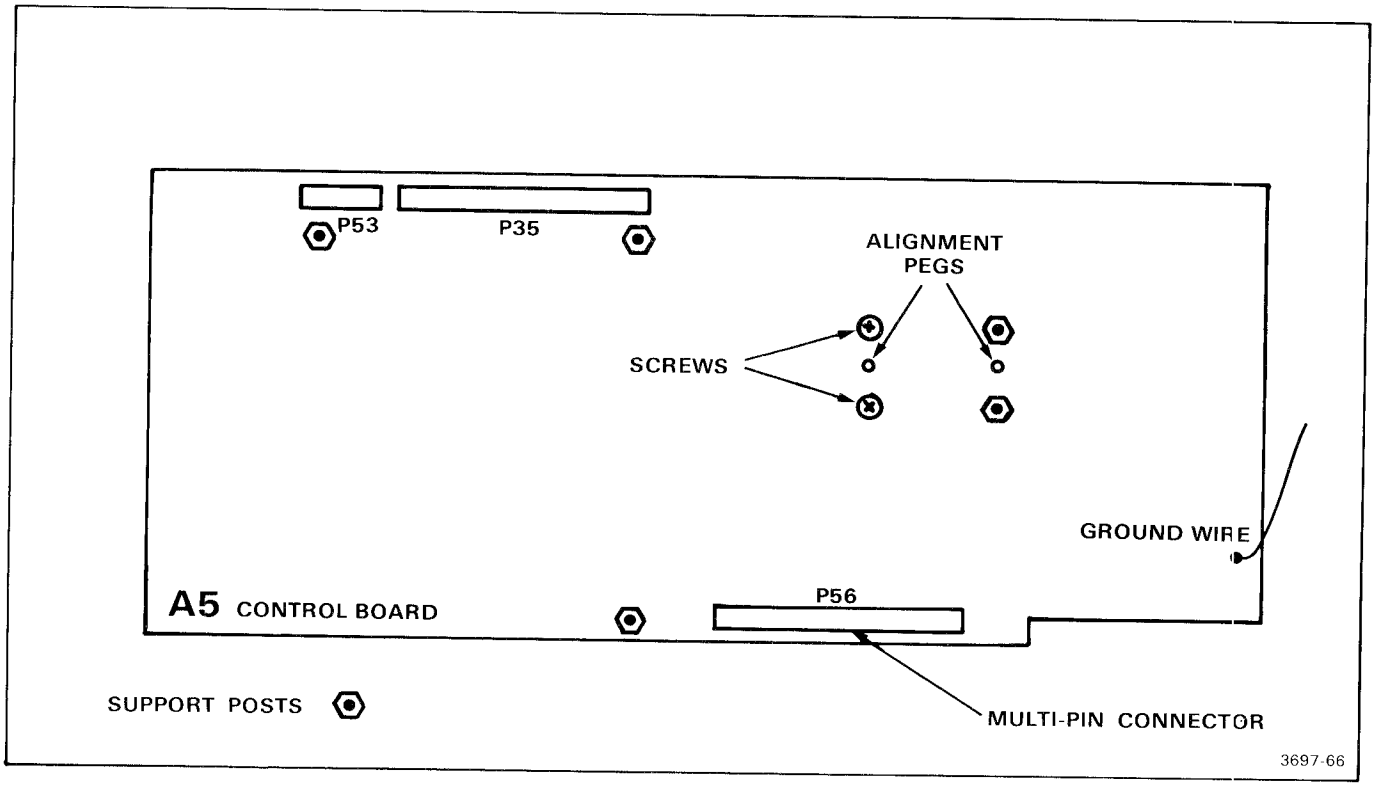

Figure 4-22. A5 board securing hardware.
Refer to Figure 4-22 for location of parts mentioned in the following removal and installation procedures.
1. Reverse the order of removal. Use care to align the pushbuttons and the POSSIBLE UNDERSAMPLING indicator in their respective holes in the front panel. See Figure 4-22 for location of securing hardware especially the cam switch securing screws.